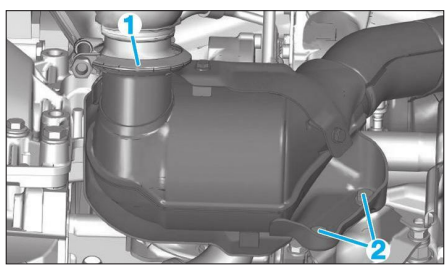

**Fig. 43**
- le collier (1) **(Fig.43)**,
- les vis (2),